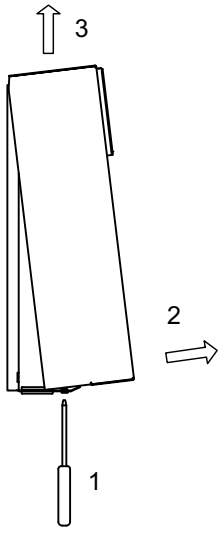

Abb. 3.2:Abdeckung öffnen
- Abdeckung Regler öffnen (Abb. 3.2 auf S. 4)